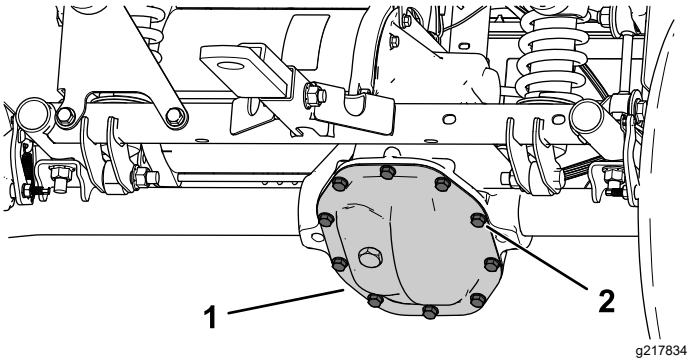

Figura 51
1. Coloque un recipiente de vaciado debajo de la cubierta del transeje (Figura 51).
2. Retire los pernos de la cubierta del transeje y vacíe el fluido completamente (Figura 51).